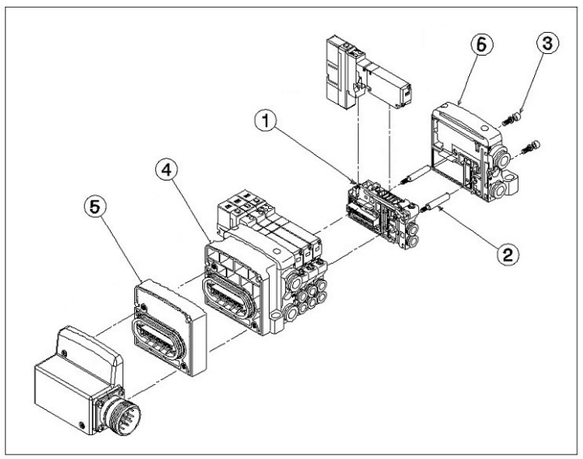

Figure 18
6.2 Ajout de stations d'embase (voir Figure 18)